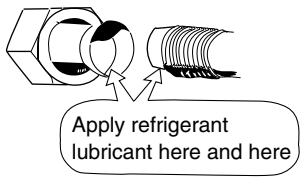

**Fig. 7-4**
(1) Apply a sealing cap or water-proof tape to prevent dust or water from entering the tubes before they are used.
(2) Be sure to apply refrigerant lubricant to the matching surfaces of the flare and union before connecting them together. This is effective for reducing gas leaks. (Fig. 7-4)